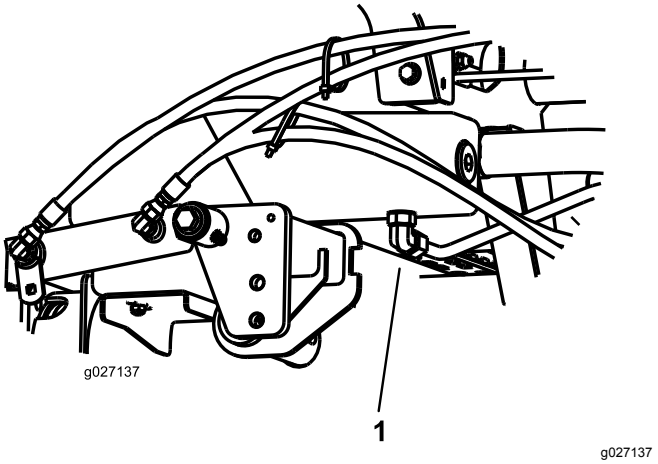

Figur 73
3. Ställ ett stort avtappningskärl under fästet som sitter på hydraultankens undersida (Figur 73).